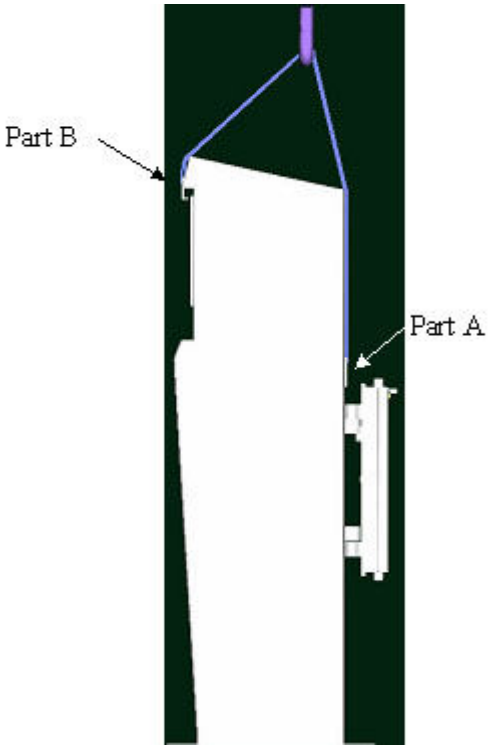

Fig 4 - Lifting with door open
2) The terminal must be lifted with the door open (Fig 4).